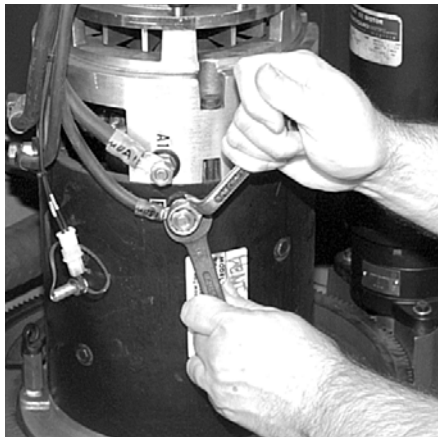

Figure 7-70: Drive Motor Power Cables
5. Disconnect the power cables from the drive motor, labeling the cables if necessary for later installation. Use two wrenches to avoid twisting the motor studs. See Figure 7-70.